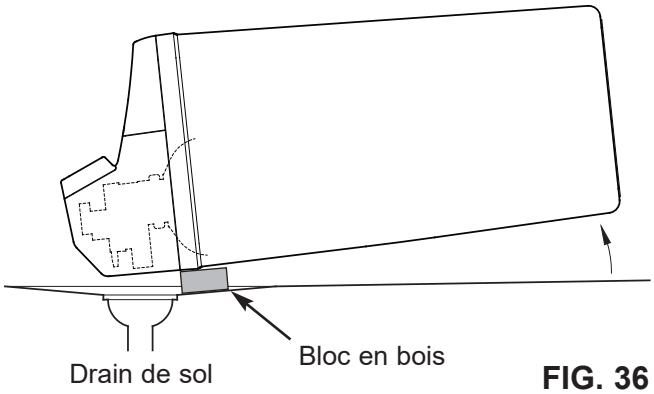

FIG. 36
6. Placez un bloc de 5 cm d'épaisseur près du drain de sol (consultez la figure 36).